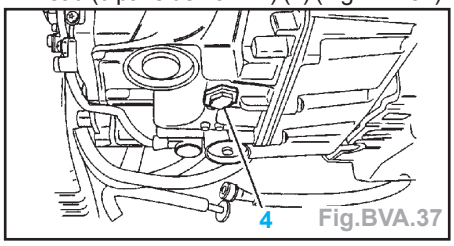

Fig.BVA.37
- Moteur tournant, déposer le bouchon de niveau (6 pans de 19 mm) (4) (Fig.BVA.37).